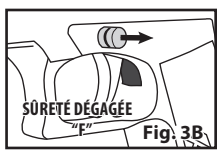

Fig. 3B
- Appuyez du côté droit de la sûreté pour la sortir complètement. Quand vous pouvez voir l'anneau ROUGE autour du côté gauche de la sûreté, la sûreté de l'arme à air comprimé est « DÉGAGÉE », et l'arme peut tirer (voir Fig. 3B).